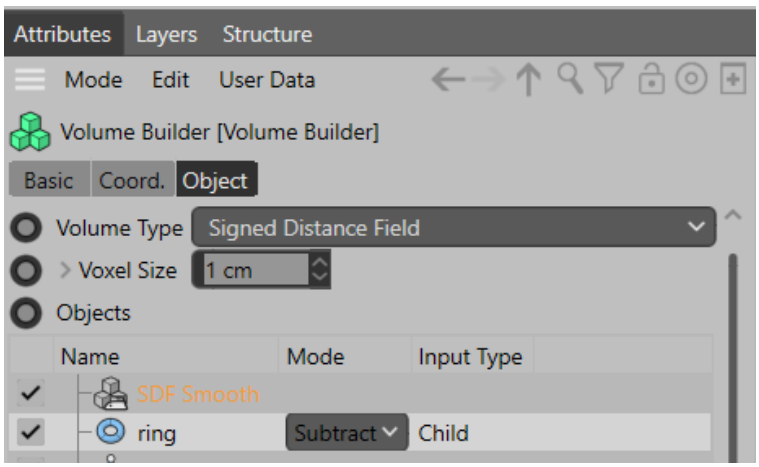

Figure 3-150 *The* ***SDF Smooth*** *layer added to the* ***ObjectProperties*** *area*
11. Select *Volume Builder* in the Object Manager. In the Attribute Manager, make sure the **Object** button is chosen. In the **Objects** area, select **ring** from the list displayed and then choose the **SDF Smooth** button; the **SDF Smooth** layer is added to the list in the **Objects** area, as shown in Figure 3-150.